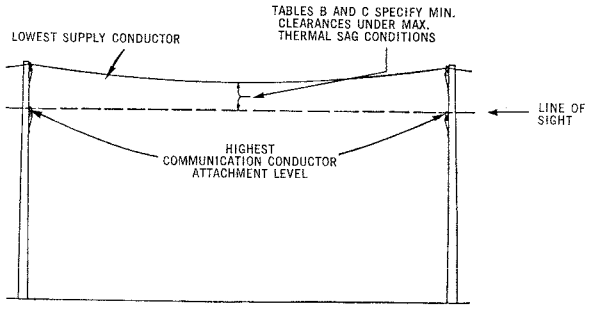

Fig. 1 — Measurement of Clearance in the Span
3.01 The clearance between the lowest power conductor and the line of sight between the point of support of the highest communication conductor not the actual clearance between these two conductors is used in determining the permissible clearance in the span. (See Fig. 1)
Voltage to Ground of Supply Conductor	Clearance of Supply Conductor Above Line-of-Sight (See Fig. 1) of Points of Support of Highest Communication Wire or Cable